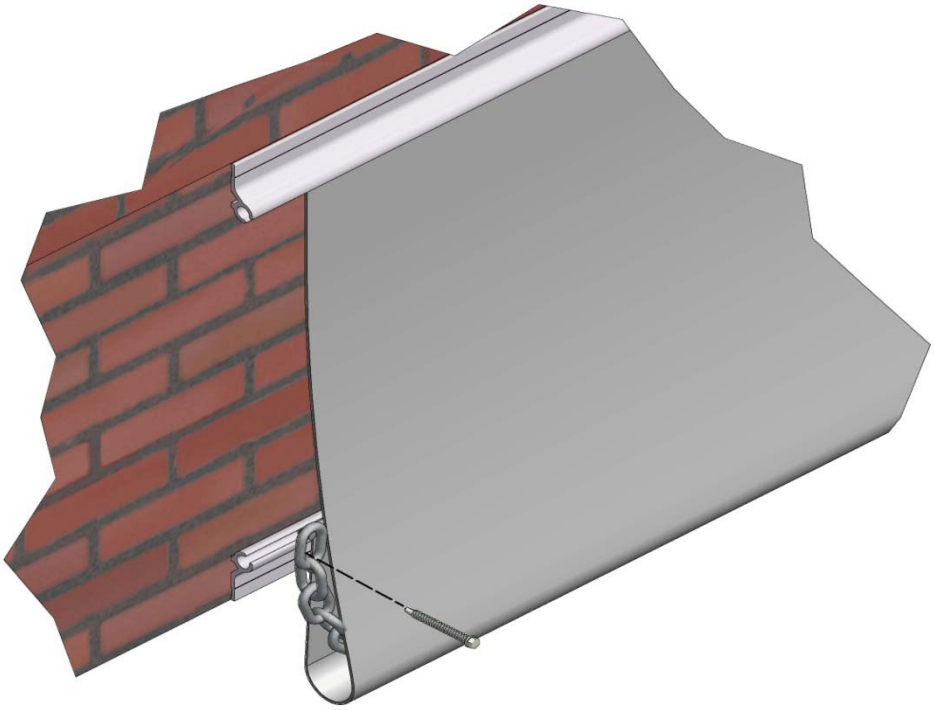

Abbildung 22
7.3 Knoten Sie das Kettengewicht (PC1) an das lose Ende des Zugriemens und führen Sie ihn durch die Öse in der Leiste. Schneiden Sie die Kette auf die richtige Länge zu und befestigen Sie beide Enden mit einer M5.5 x 50 Schraube am Profil (Abbildung 22).